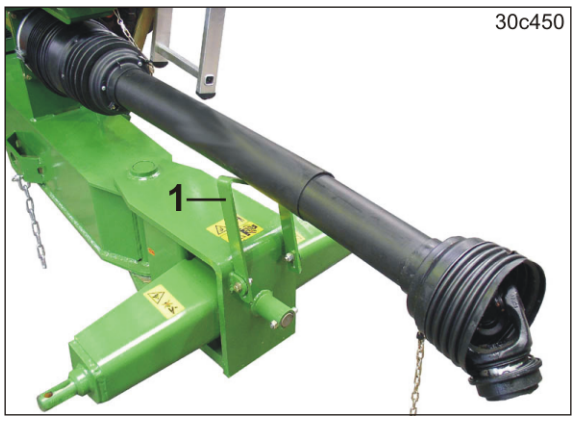

**Fig. 75**
Rabattez le support (Fig. 75/1) après le branchement de l'arbre à cardan au tracteur.
5. Posez l'arbre à cardan prudemment sur le support relevé (Fig. 75/1).